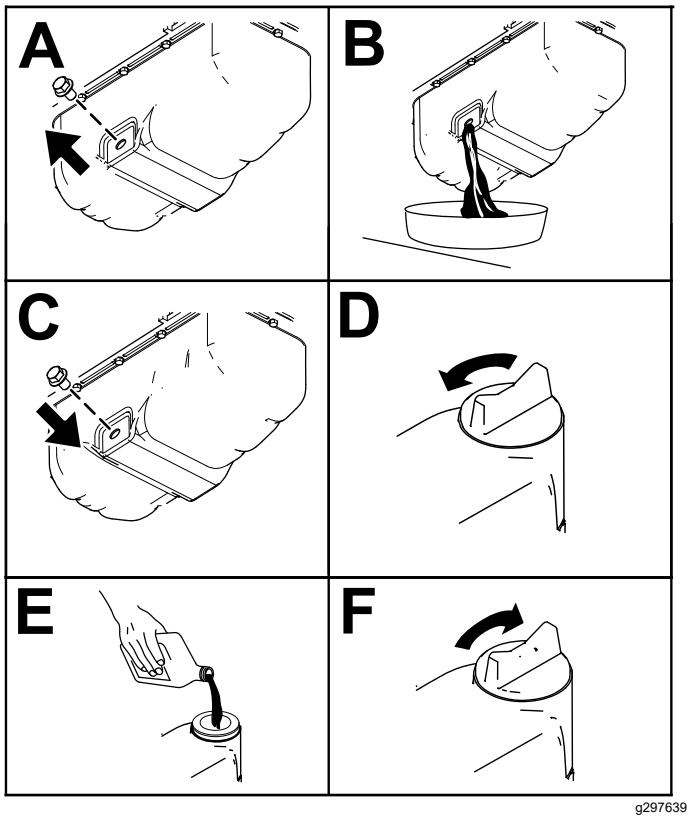

**Figura 50**
3. Cambiate l'olio motore come mostrato in Figura 50.